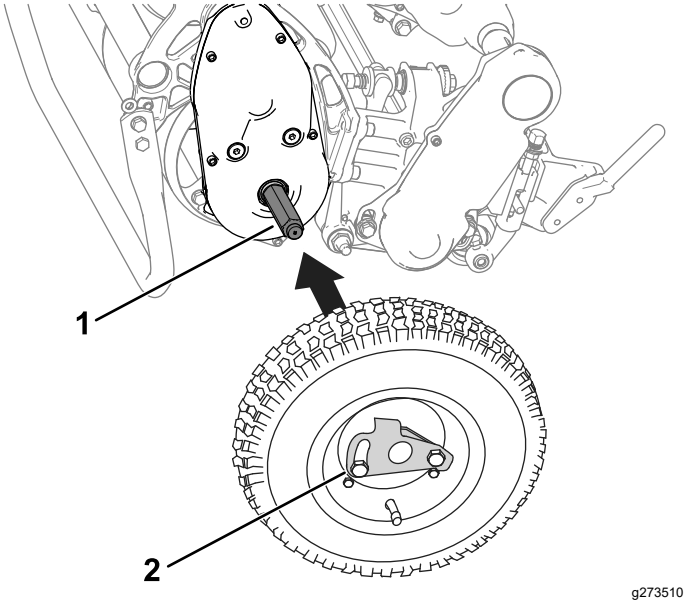

Rysunek 25
2. Nasuń koło na oś (Rysunek 25).
3. Odwróć zacisk blokujący koło (Rysunek 25) od środka koła, umożliwiając jego dalsze wsunięcie na oś.